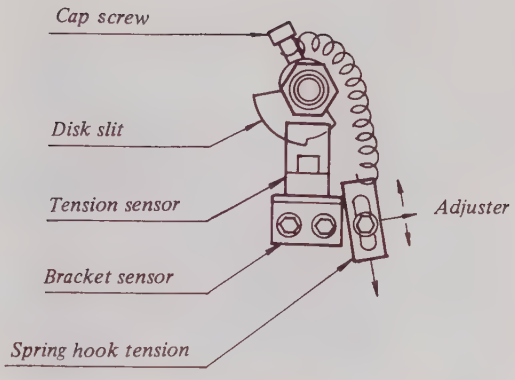

Fig. 5-23
- Then loosen the cap screw and remove the tension arm assembly forward. (See Fig. 5-23.)
Adjust the position of the spring hook tension on the TAKE-UP and SUPPLY sides in turn so that the read value becomes 65±10g (2.3±0.2 oz). (See Fig. 5-23.)